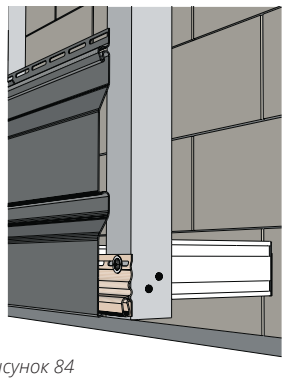

*Рисунок 84*
**19.1** Смонтируйте первую панель сайдинга, соблюдая общие правила монтажа, заведя ее в стартовую планку (рис. 84).